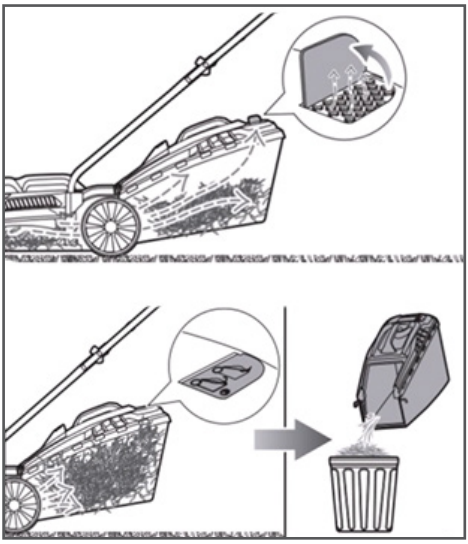

Рис. 11 Положение индикатора травосборника
7. На травосборнике газонокосилки установлен индикатор заполнения. Пока травосборник не заполнен, индикатор при работе газонокосилки будет находиться в вертикальном положении. Если травосборник заполнен, индикатор будет находиться в горизонтальном положении (Рис. 11).